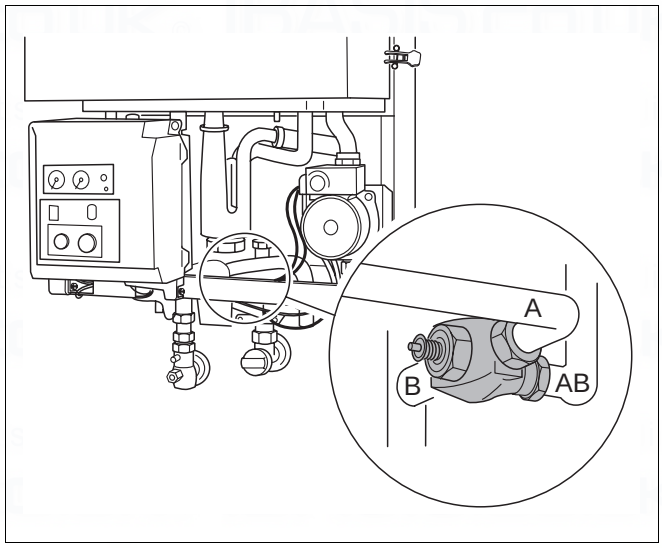

Fig. 87 600 Series 11S / 19S / 24S / 24C: Replacing the three-way valve
- Loosen the 3 compression nuts (fig. 87).